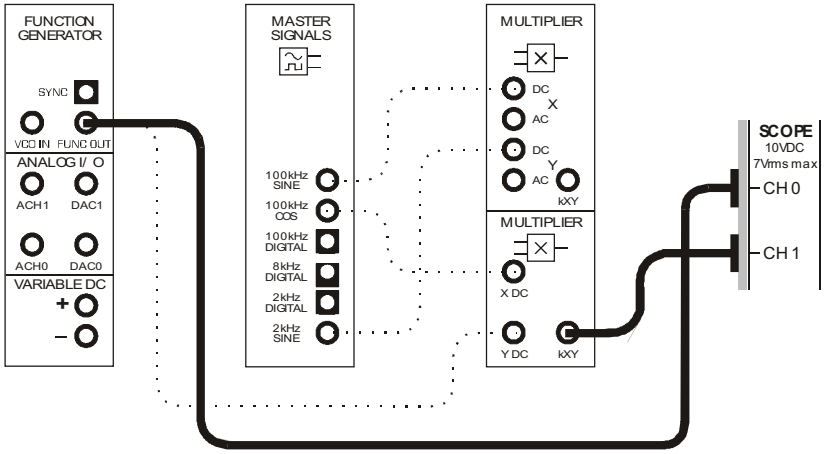

Figure 5
14. Modify the scope's connections to the set-up as shown in Figure 5 below.